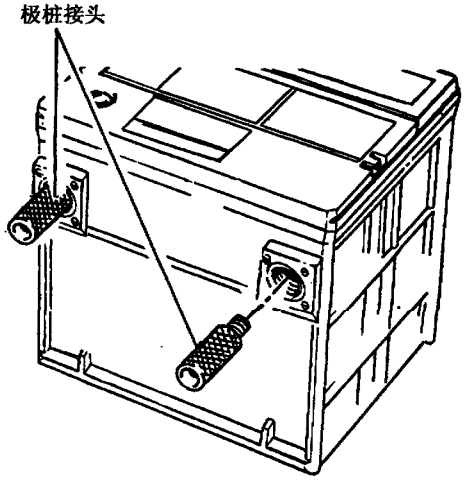

图3－26　蓄电池侧面极桩接头
(1) 目视检查：检查蓄电池壳体或盖有无破裂等明显的损坏现象。如果有明显的损坏现象，应更换蓄电池。同时弄清损坏的原因并加以排除。如果蓄电池完好无损，应进行第2步检查。
(2) 如下检查液体密度计：
①若密度计显示绿点，应进入第3步检查。
②若密度计显示黑色、无绿点时，应对蓄电池进行充电。然后再进入第3步检查。
③若密度计显示浅黄色或透明，表明电解液位过低，应更换蓄电池。
(3) 负载试验：在负载试验时，为了保证连接可靠，要求使用蓄电池侧面极桩接头(GM 12303040号)或等效的工具（见图3－26）。不要结冰的蓄电池进行负载试验，应将其更换。